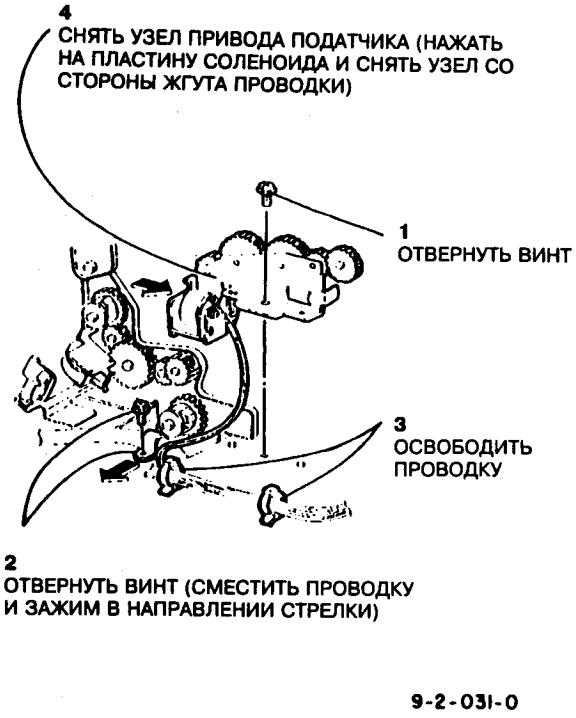

Рис.2 Снятие узла привода податчика
8. Снять узел привода податчика (рис.2 и 3).